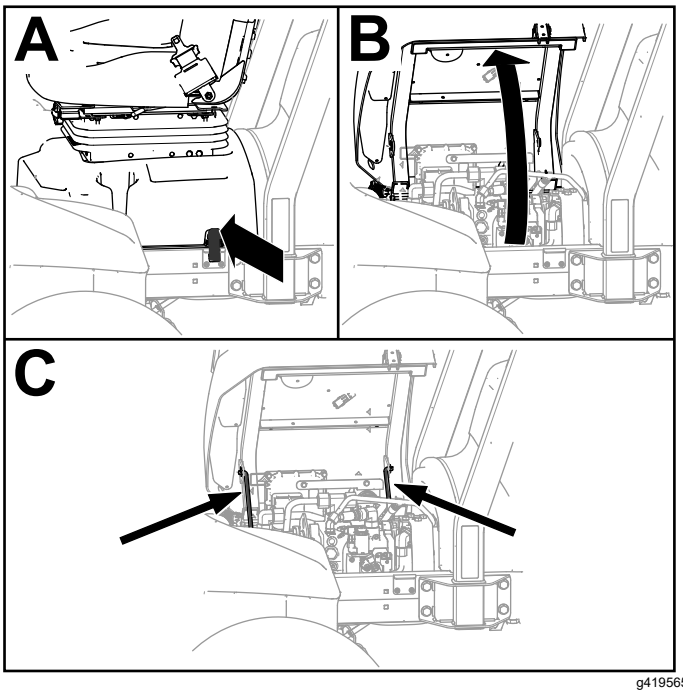

Figuur 4
1. Ontgrendel de stoelbasis (A van Figuur 4).
2. Kantel de stoel en de basis open (B van Figuur 4).
3. Ondersteun deze met de steunstangen (C van Figuur 4).